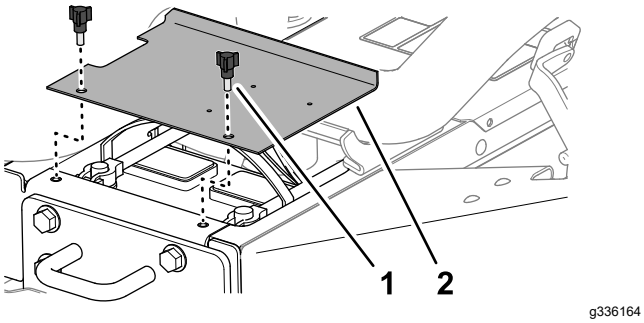

Figur 53
1. Lossa spärrarna på vänster och höger sida av motorhuven (Figur 53).